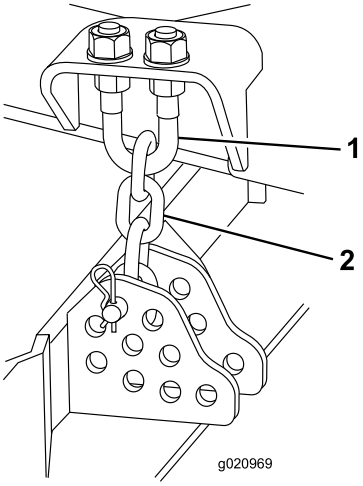

Bild 77
1. Lockern Sie die Klemmmuttern an der Ober- oder Unterseite des U-Bügels an der Schnitthöhenkette (Bild 77).